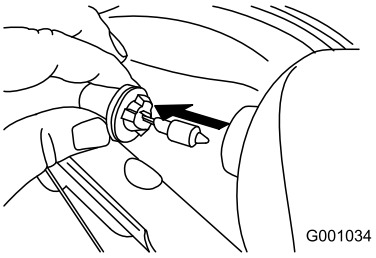

**Figur 54**
3. Dra lampan rakt ut på strålkastarens baksida (Figur 54).